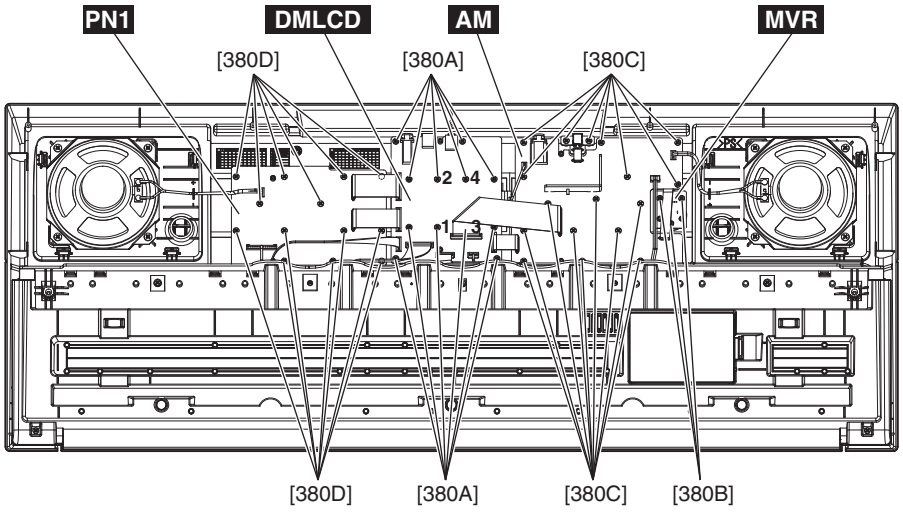

Fig.2
2. Remove the twelve (12) screws marked [380A]. The DMLCD circuit board can then be removed. (Fig.2)
* ***When installing the DMLCD circuit board, tighten the screws 1 through 4 in numerical order. (Fig.2)***
2. Remove the three (3) screws marked [380B]. (Fig.2)
3. Remove the seventeen (17) screws marked [380C]. The AM with MVR circuit board can then be removed. (Fig.2)
1. Remove the thirteen (13) screws marked [380D]. The PN1 circuit board can then be removed. (Fig.2)